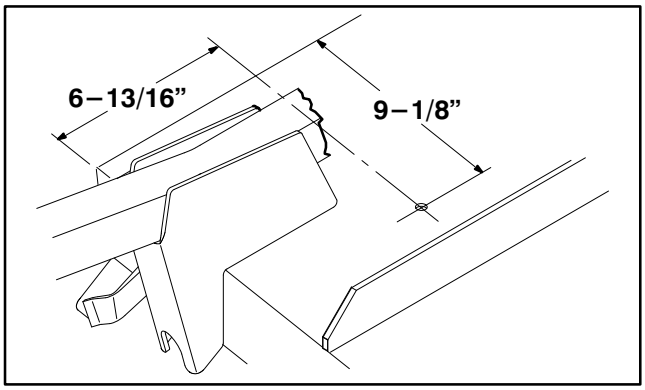

Figure 18
1. Using dimensions shown in figure 18, locate, mark and drill a 13/32" dia. hole in deck. Dimensions shown are from right front corner of deck and from edge of discharge opening. Blower brackets are removed for clarity.